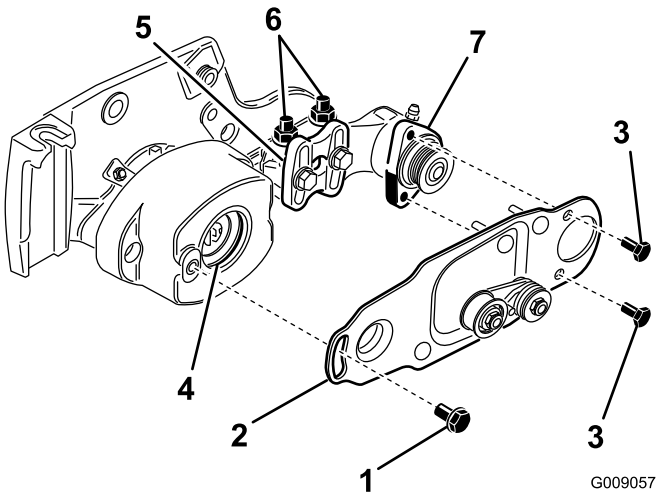

Figur 17
7. Fjern de to hodeskruene som fester valsebørstehengselplaten til lagerhuset (Figur 17).
8. Fjern skulderbolten som fester valsebørstehengselplaten til lagerhuset (Figur 17).
9. Fjern hengselplaten med lederull tilkoblet (Figur 17).